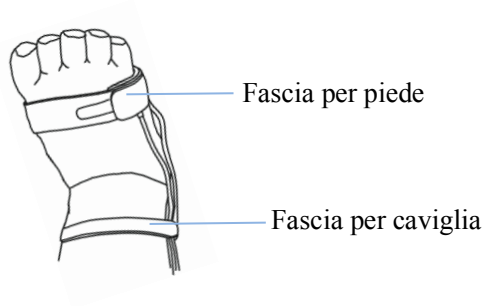

Figura 3.10C Vista del piede destro
② Utilizzare la fascia per caviglia per fissare il cavo del sensore sulla caviglia o sulla gamba (cfr. figura 3.10C). Non stringere eccessivamente.